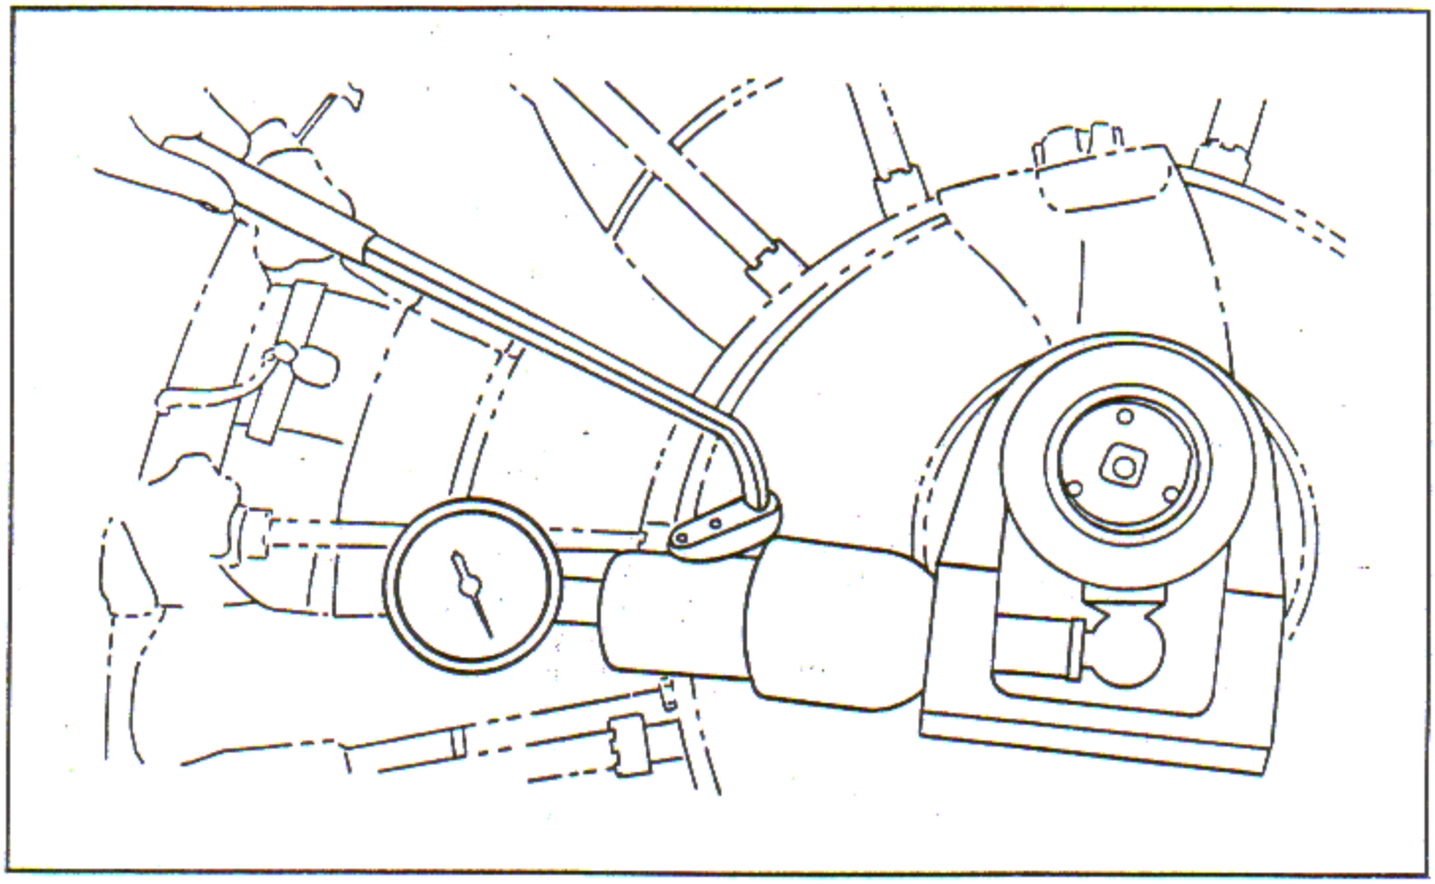

Figure 8-31. Tightening Thrust Bearing Nut
e. Close the relief valve on the jack and gage assembly. Build up pressure on the jack ram by operating the jack handle. See figure 8-31. Hydraulic force acting against the ram in contact with the ball arm of the adapter causes the jack housing and thrust nut adapter to turn clockwise, tightening the thrust bearing nut.